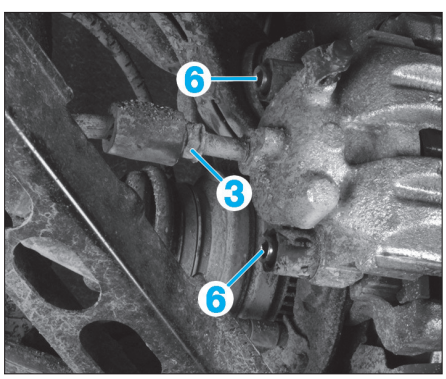

Fig. 16
• Desserrer le raccord (3) puis déposer le flexible de frein de l'étrier **(Fig.16)**.
- les vis de guidage (6) et dégager l'étrier de frein **(Fig.16)**.